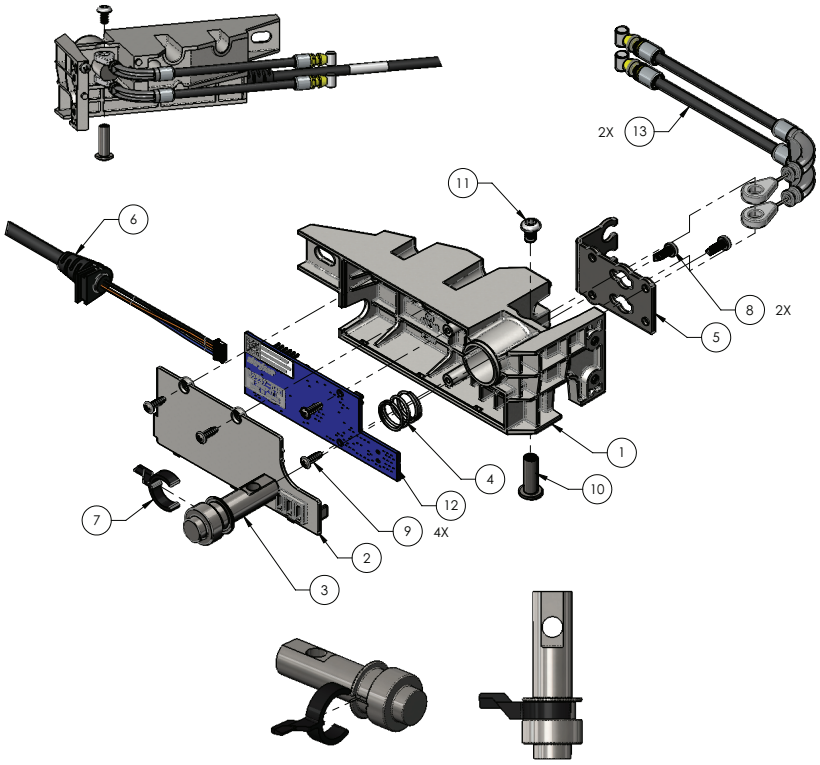

Figure 20 – Remplacement de la carte DPM, milieu
13. À l'aide d'un tournevis cruciforme n° 2, retirer et conserver les deux vis (9) qui fixent le couvercle du DPM (2), puis retirer et conserver le couvercle (Figure 20).
14. À l'aide d'un tournevis cruciforme n° 2, retirer et conserver les deux vis (9) qui fixent l'ensemble de carte DPM (12) à l'ensemble DPM (Figure 20).